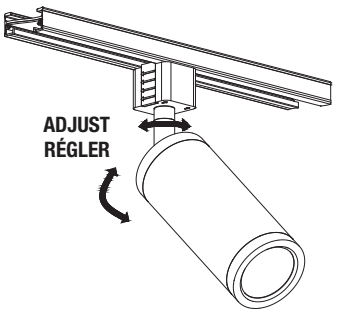

Fig. 1e
6. Régler le luminaire dans la position désirée (Fig. 1e).